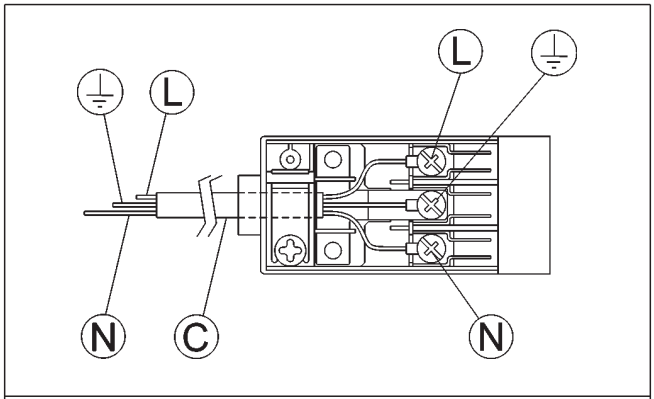

FIG. 11
- plassere, hvis dette ikke allerede finnes, et normalt støpsel egnet for den spenningen som opplyses på etiketten, på strømkablene "C" (se fig. 11).
- Koble ledningene i henhold til skjemaet i fig. 11 og sørg for å passe på følgende: